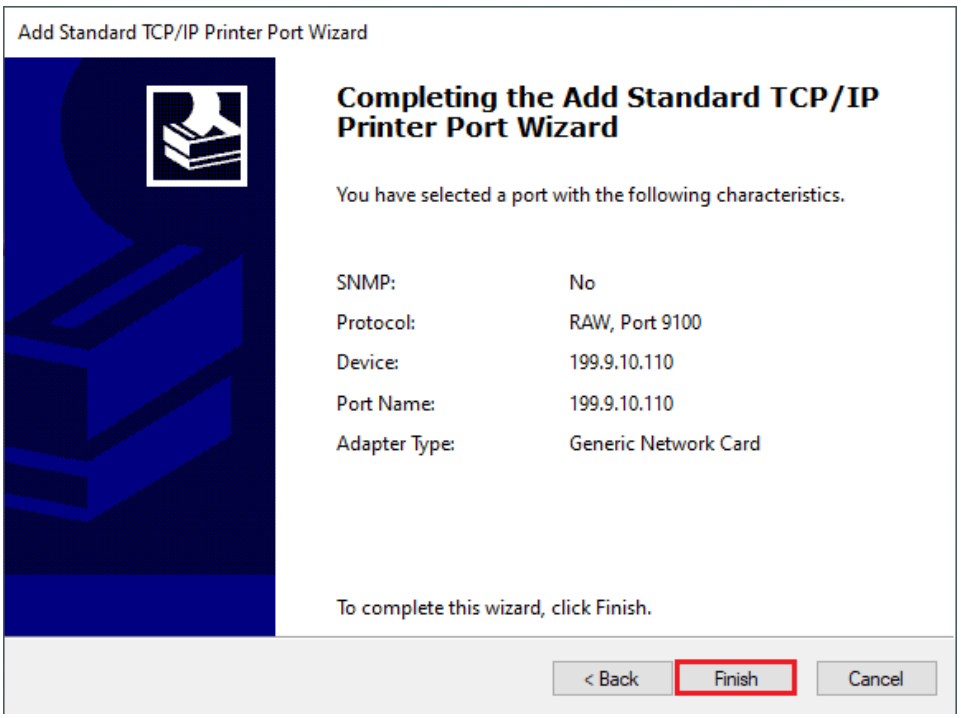

Figure 2-34 Complete adding Standard TCP/IP Printer Port
8. Windows will automatically detect the TCP/IP port. Click "Finish" to complete adding Standard TCP/IP Printer Port, as shown in Figure 2-34.